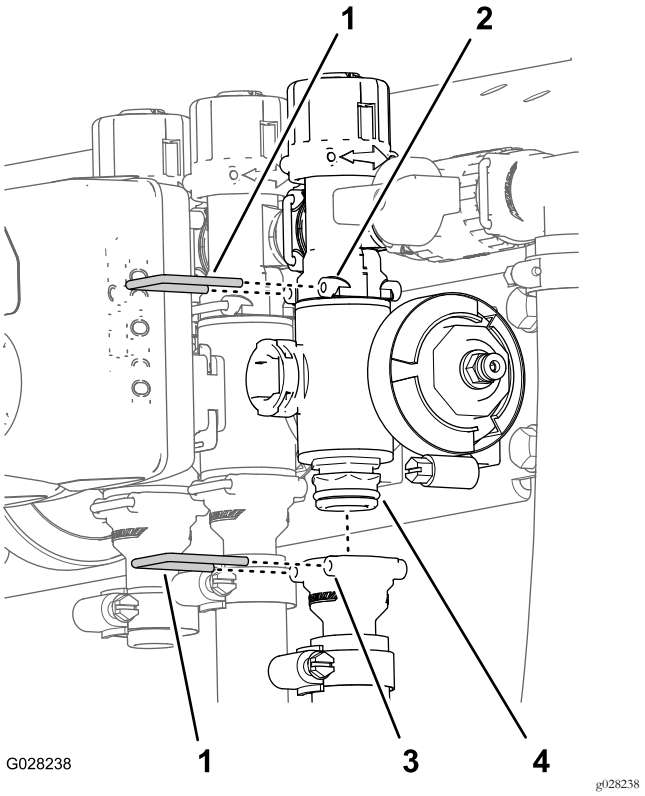

Figura 137
2. Retire la horquilla de retención que sujeta el distribuidor de la válvula de sección al acoplamiento de desvío (Figura 137).